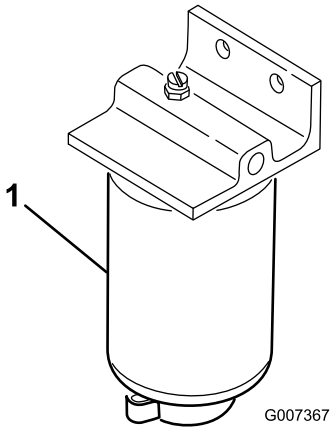

Figuur 47
1. Plaats een schone opvangbak onder het brandstoffilter (Figuur 47).
2. Reinig de omgeving van de plaats waar de filterbus wordt gemonteerd (Figuur 47).